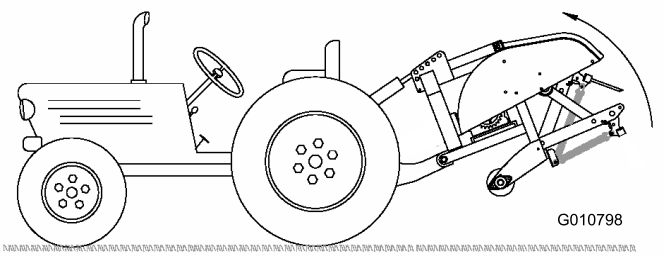

Rysunek 12
2. Unieś całkowicie aerator i wsuń do końca siłownik hydraulicznego łącznika górnego lub łącznik górny (Rysunek 12).